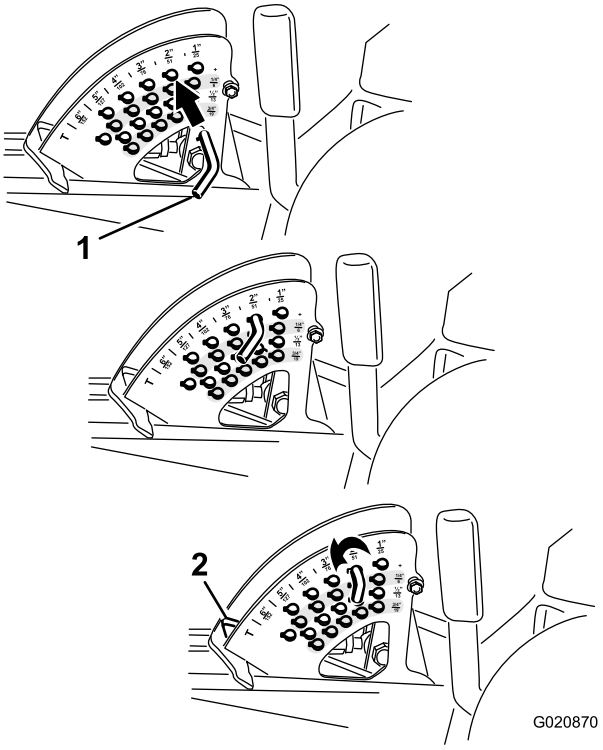

Figur 27
2. Drej stopstiften, indtil skydestiften inden i den står ud for hakkene i hullerne i klippehøjdejusteringsbeslaget, og tag den af (Figur 27).
3. Vælg det hul i klippehøjdebeslaget, som svarer til den ønskede klippehøjde, isæt stiften, og drej den nedad for at låse den fast (Figur 27).
Bemærk: Der er fire rækker hulpositioner (Figur 27). Den øverste række giver den klippehøjde, der er anført over stiften. Den anden række fra oven giver den højde, der er anført, plus 6 mm. Den tredje række fra oven giver den højde, der er anført, plus 12 mm. Den nederste række giver den højde, der er anført, plus 18 mm. Til højdepositionen på 15,8 cm er der kun ét hul, og det sidder i anden række fra oven. Her lægges der ikke 6 mm til højdepositionen på 15,2 cm.